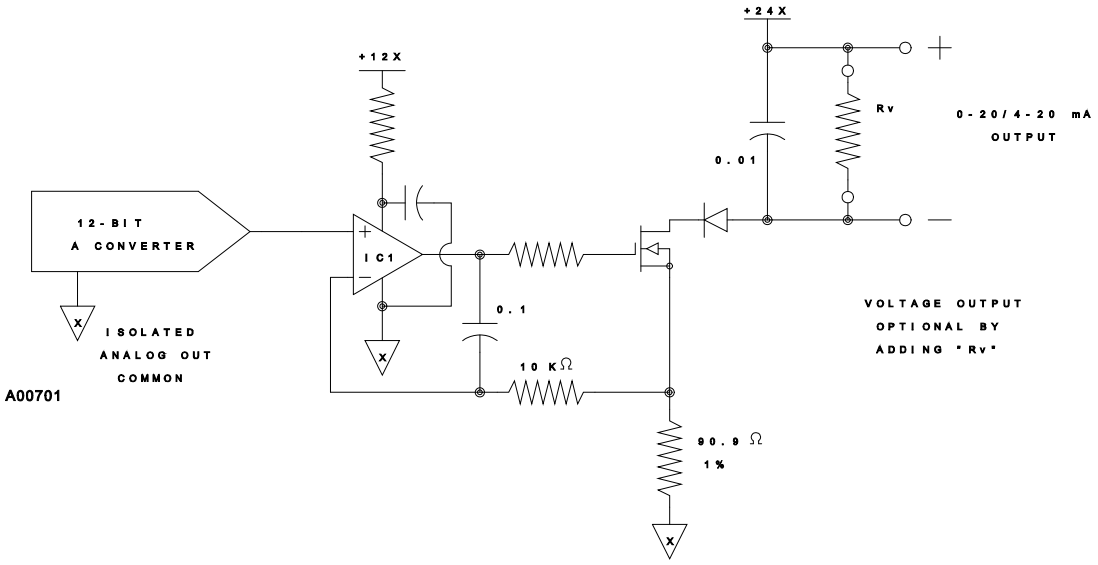

Figure 1-10. High-Level Analog Output
2. (2) current outputs (Figure 1-10)
1. (1) current output (Figure 1-10)